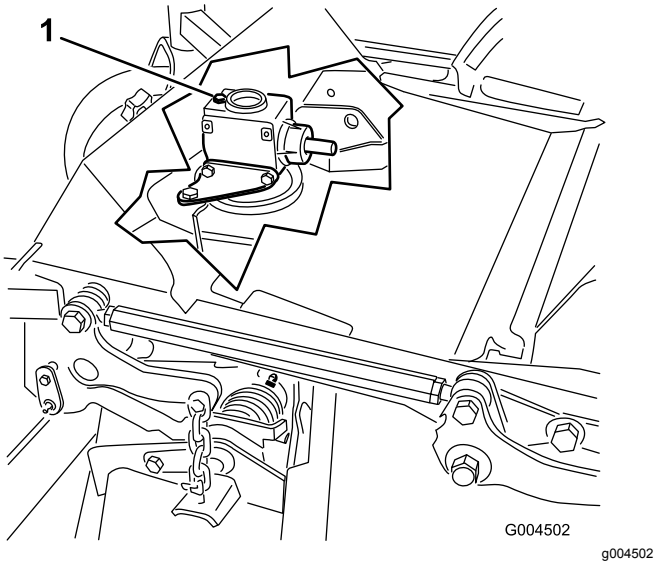

Figuur 29
6. Verwijder de peilstok/vulplug op de bovenkant van de tandwielkast en controleer of het peil van de tandwielolie tussen de merktekens op de peilstok staat (Figuur 29).
6. Verwijder de peilstok/vulplug op de bovenkant van de tandwielkast (Figuur 29).